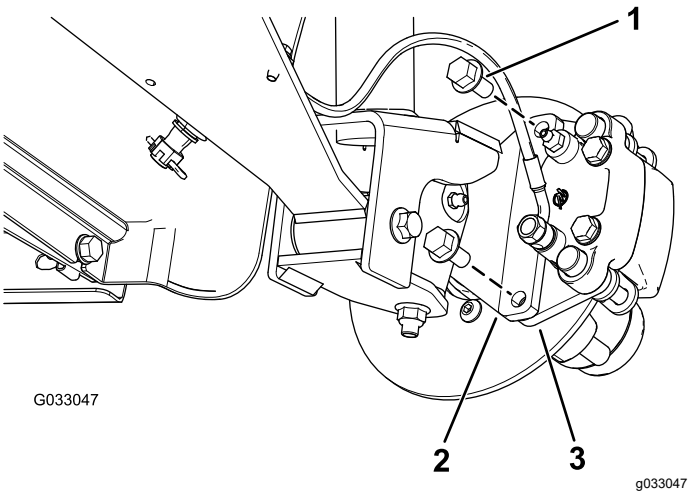
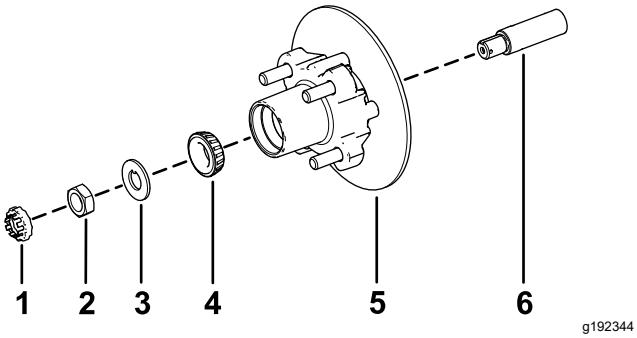

Figuur 31
Figuur 35
3. Verwijder de flenskopbouten (⅜" x ¾") waarmee de beugel voor de rem is bevestigd aan de as en verwijder de rem van de as (Figuur 31).
1. Breng een laagje van het aanbevolen smeermiddel aan op de as (Figuur 35).
2. Monteer de naaf en de rotor op de as met de rotor aan de binnenkant (Figuur 35).
3. Monteer het buitenste lager op de as en plaats het lager in de buitenste loopring (Figuur 35).
4. Monteer het borgplaatje op de as (Figuur 35).
5. Draai de asmoer op de as en zet de moer vast met een torsie van 15 N·m terwijl u de naaf draait om het lager te plaatsen (Figuur 35).
2. Lijn de remblokken aan beide zijden van de rotor (Figuur 31) en de openingen in de beugel van de remklauw uit met de openingen in de rembevestiging van het asframe (Figuur 35).
3. Bevestig de beugel van de remklauw aan het asframe (Figuur 31) met de 2 flenskopbouten (⅜" x ¾").